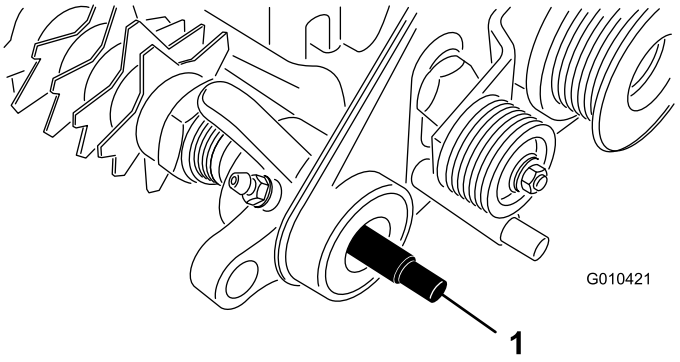

Figur 7
1. Påfør fedt på pakningen i drivenhedens lejestøtte og på enden af trimmerakslen (Figur 7).
2. Skub den ene ende af trimmerakslen på drivenhedens lejestøtte (Figur 7).